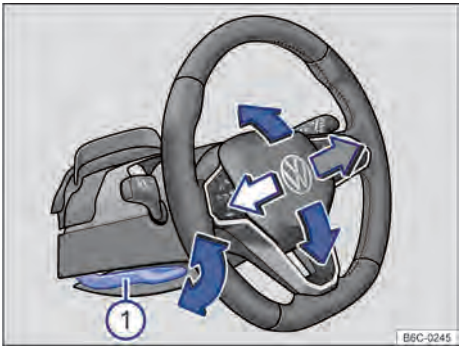

Fig. 63 Debajo y a la izquierda del volante junto con el revestimiento de la columna de dirección: palanca de ajuste de la posición del volante.
– Empujar la palanca hacia abajo sosteniéndola por su empuñadura → fig. 63 ①.